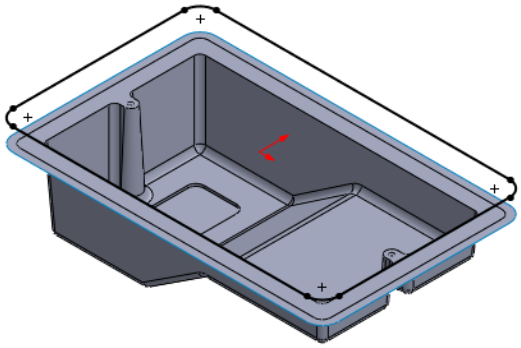

Figure 21-45 *Sketch for creating the Core*
9. Select the newly created plane as the sketching plane and create the sketch of the Core using the **Convert Entities** tool, as shown in Figure 21-45.